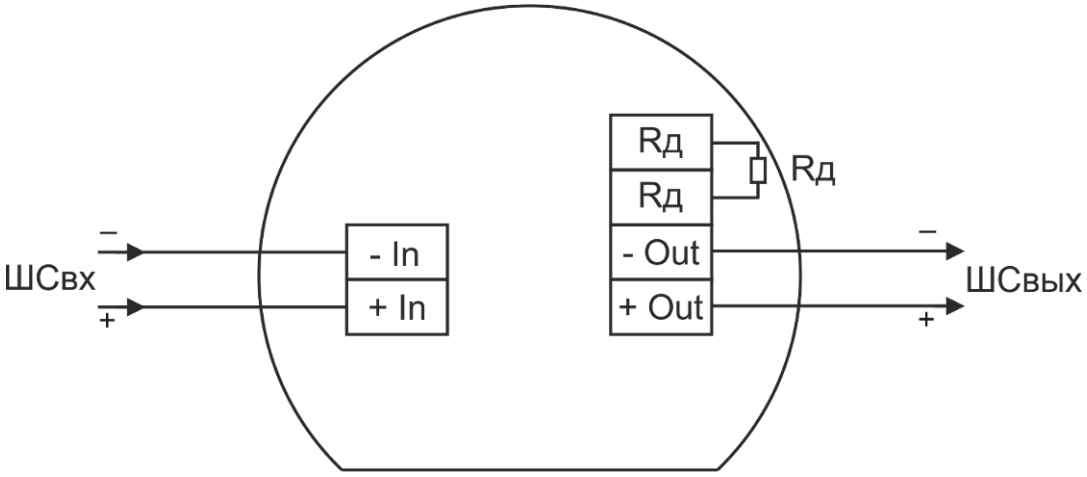

Рисунок 3 – Схема подключения УДП в ШС ППК.
- подключить УДП по двухпроводной схеме. см. рис. 3;
- осуществить монтаж соединительного кабеля в кабельном вводе и соединить проводники в соответствии со схемой подключения, рис. 3.